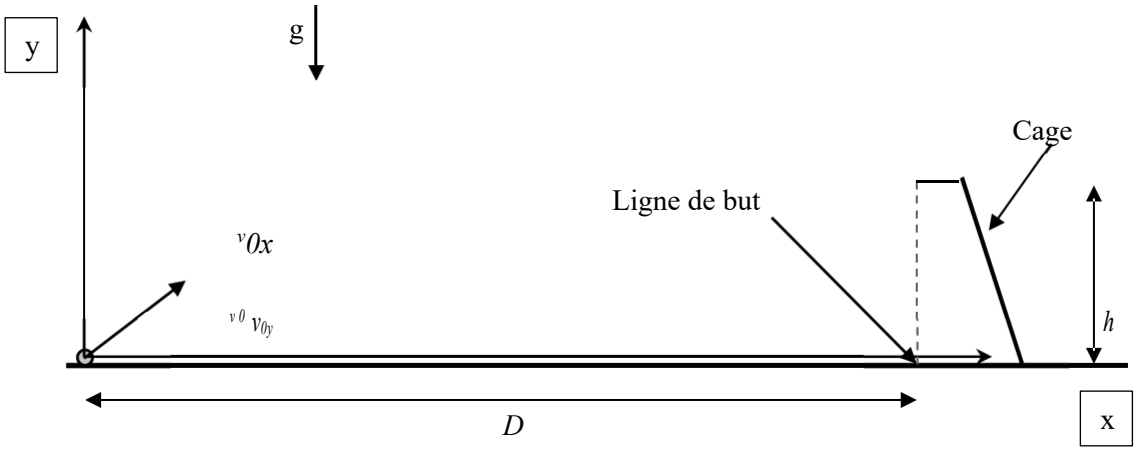

Figure 1. Schéma de la situation
2. Déterminer l'expression des coordonnées du vecteur accélération dans le repère proposé sur la figure 1.
4. Recopier le schéma de situation de la figure 1 et tracer l'allure de la trajectoire du ballon.